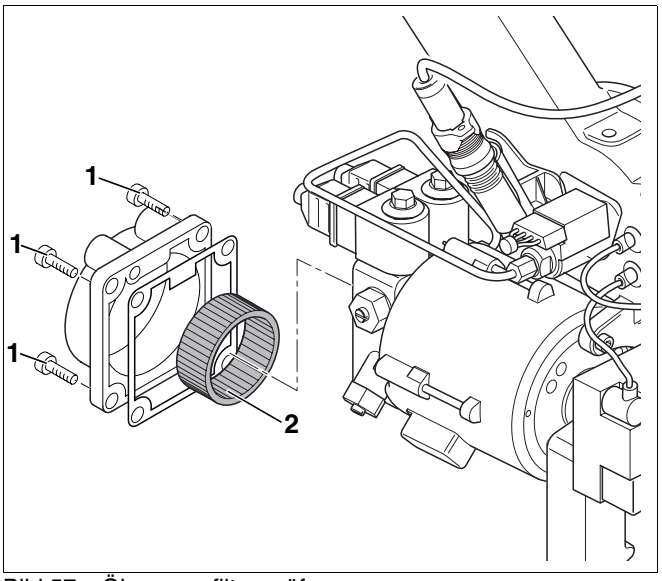

Bild 57 Ölpumpenfilter prüfen
- Die 4 Innensechskantschrauben an der Oberseite (Bild 57, **Pos. 1**) lösen.
- Ölpumpenfilter (Bild 57, **Pos. 2**) nach vorne herausziehen.
- Ölpumpenfilter (Bild 57, **Pos. 2**) mit Waschbenzin reinigen, gegebenenfalls austauschen und wieder in die Ölpumpe einbauen.